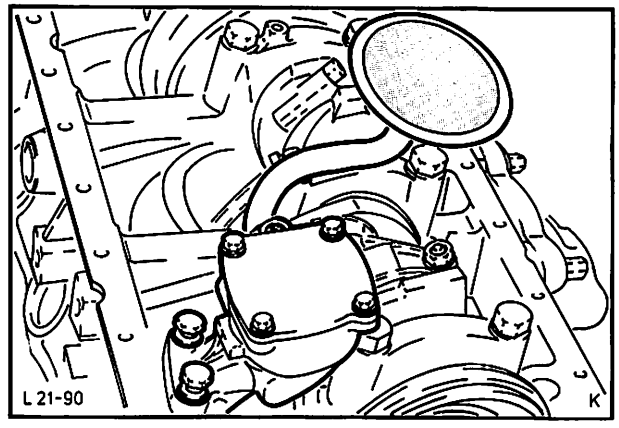

Abb. 94 Ölpumpe mit Saugrohr abbauen
23. Ölpumpe mit Ansaugrohr (2 Schrauben) abbauen, Abb. 94, und Antriebswelle herausziehen.